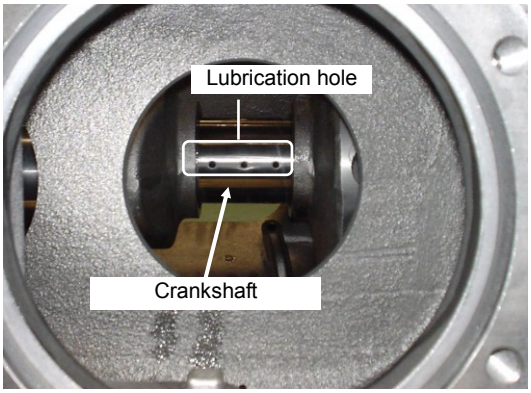

Fig. 5-87 Crank Pin BDC
3. Rotate the crankshaft to position the journal to the BDC (bottom dead Center) (lowermost part) of the rotation. As viewed through the cylinder hole on the crankcase, the lubrication holes on the journal are the connection centre of the bearing halves. (see Fig. 5-87).